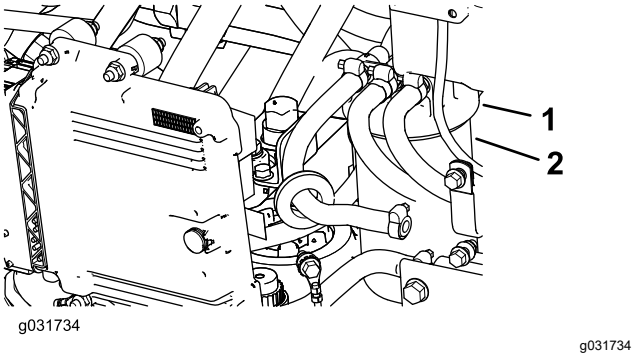

Figur 101
1. Gör rent området kring bränslefilterhuvudet (Figur 101).
2. Demontera filtret och rengör filterhuvudets monteringsyta (Figur 101).